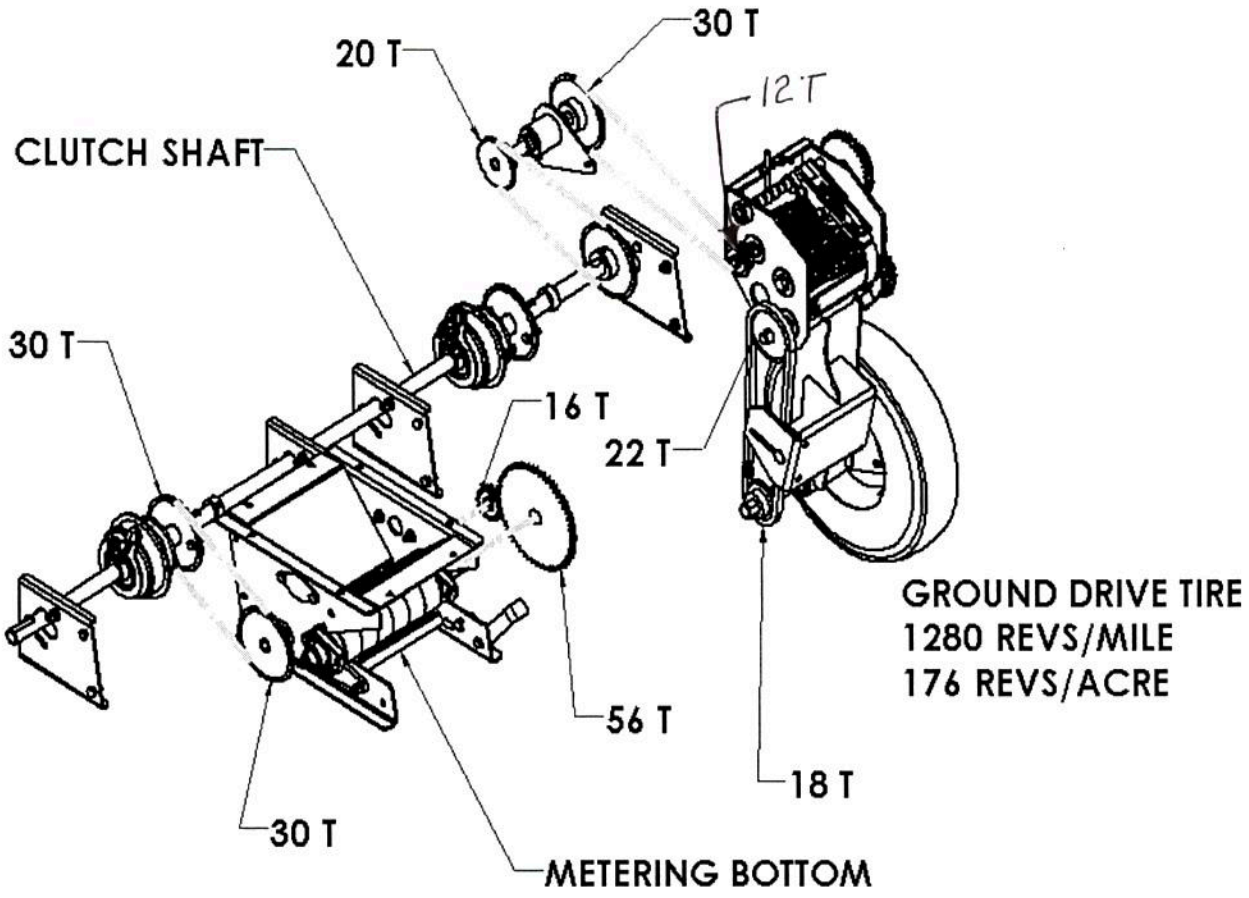

Figure 5-4: Sprocket Layout
- Incorrect sprocket installation on the ground drive system. See Figure 5-4 for correct sprocket layout.